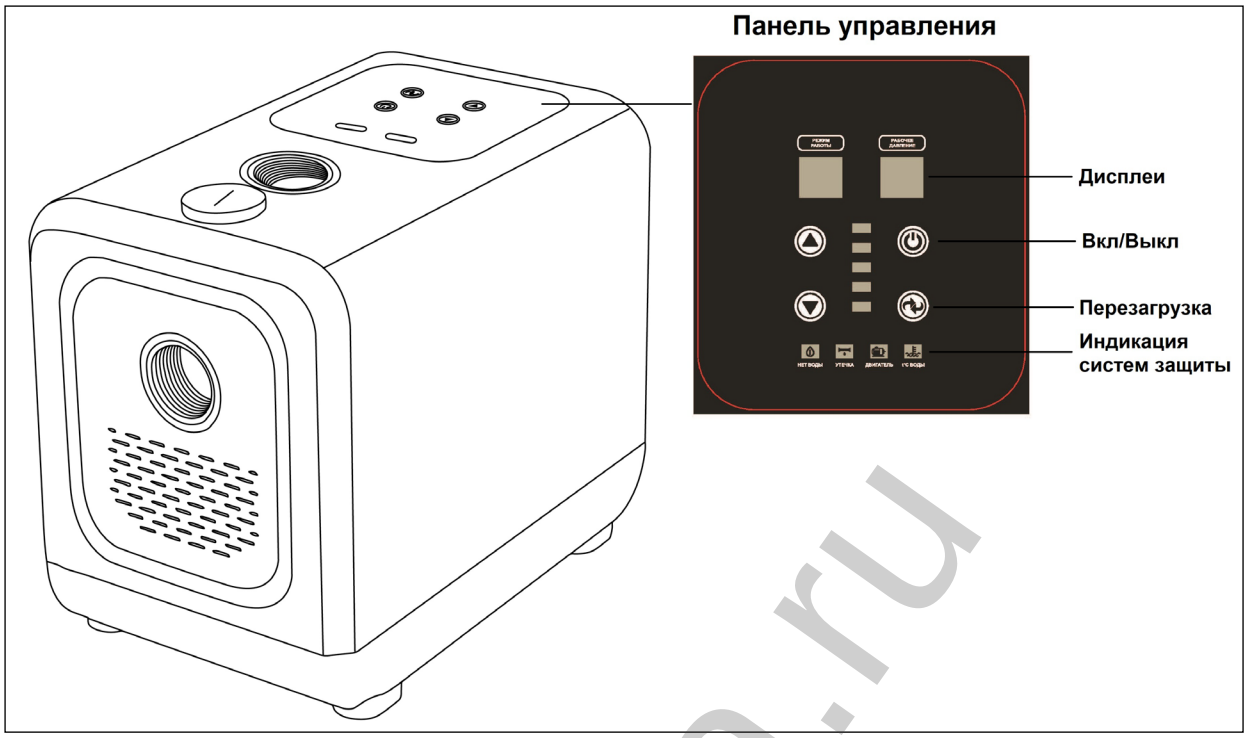

Рис.1 Общий вид устройства
6. Включить станцию на кнопку включения (рис.1). Далее стрелками «верх» «вниз» выберете режим работы (рис.1). Каждый режим работы соответствует давлению, которое будет поддерживать станция (см. напорно-расходную характеристику), данные на дисплее могут отличаться от табличных в зависимости от условий установки (глубины забора, длинны входной магистрали). Далее насос запуститься, и начнет работу. Включите насос на 30-60 секунд. После выключения насоса открываем кран для выпуска воздуха и доливаем во всасывающую магистраль воду. В зависимости от длины всасывающей магистрали данный алгоритм нужно будет повторить несколько раз.